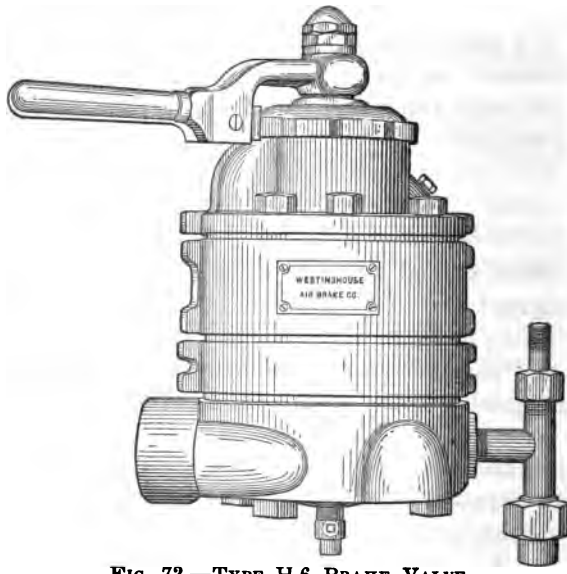

FIG. 72.—TYPE H-6 BRAKE VALVE.
Q. With what type of equipment is this brake valve (Fig. 72) used?
Q. What is Fig. 72?